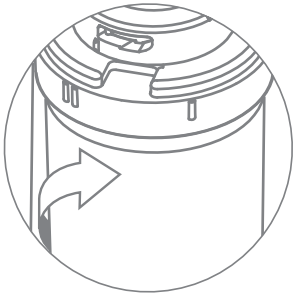
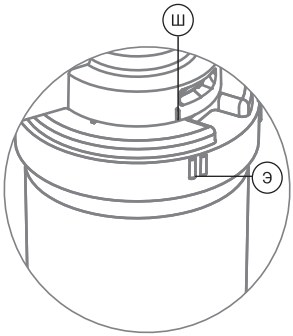

Рис. 23
Рис. 24
7. Поверните картридж по стрелке до щелчка, как показано на (рис. 23), чтобы совпали метка «I» (Ш) на скобе и метка «II» (Э) на картридже (рис. 24).